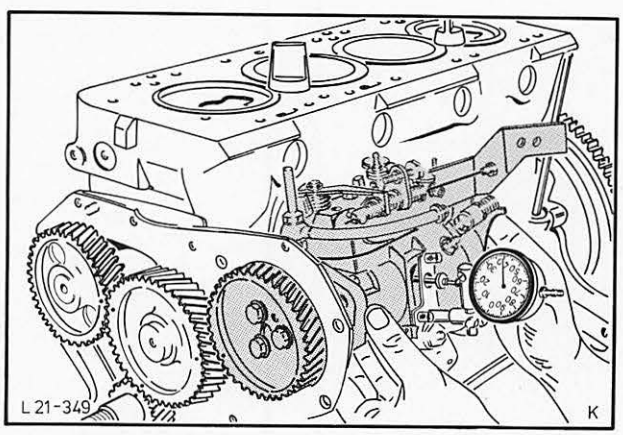

Abb. 76 Einspritzpumpe einsetzen
51. Einspritzpumpe mit neuer Dichtung und angebauter Meßuhr so einsetzen, daß die Markierungen der Stirnräder übereinstimmen, Abb. 76. Stirnraddeckel mit neuer Dichtung anbauen und Einspritzpumpe befestigen.